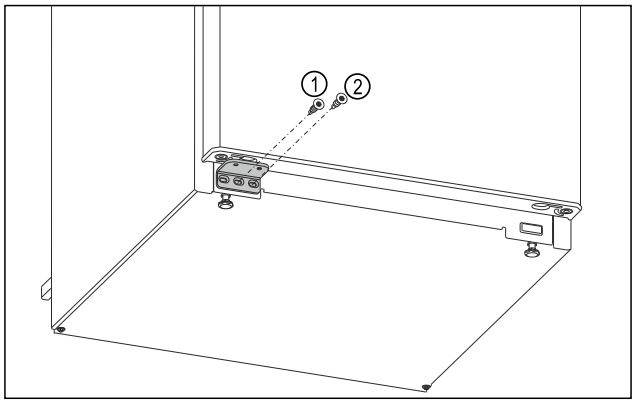

Fig. 17
▶ Skruva fast lagerbockens mellersta skruv *Fig. 17 (1)* med skruvmejsel Torx 20.
▶ Skruva fast lagerbockens inre skruv *Fig. 17 (2)* med skruvmejsel Torx 20.